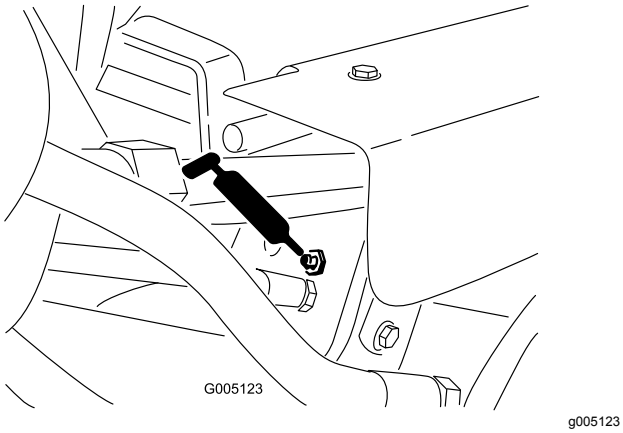

Figur 41
- Løftesylinderne (3) (Figur 41)